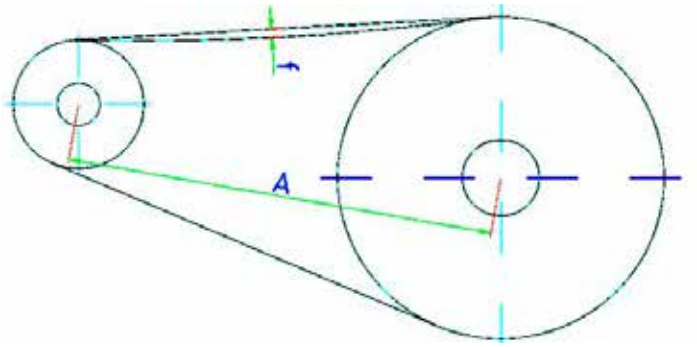

Fig. 22 Tension de la courroie
- Le rapport de tension de la courroie est de (0,02 x A). Contrôlez régulièrement et ajustez si nécessaire (Fig. 22).